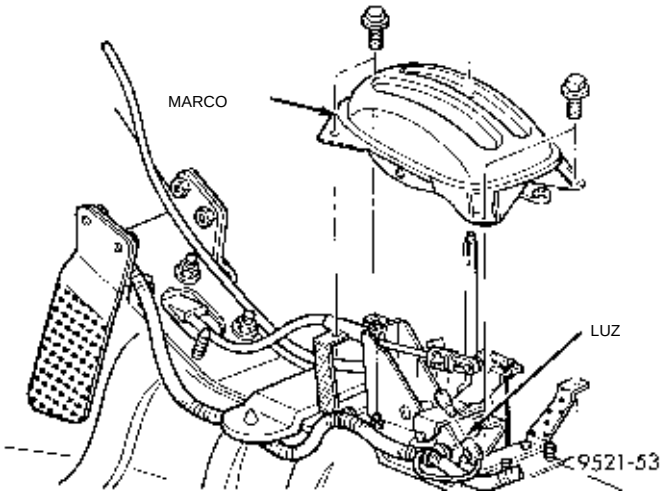

Fig. 9 Marco del cambio de marchas
(10) Retire la luz indicadora del cambio de marchas situada en el marco del cambiador.
(11) Retire los tornillos que retienen el marco del cambiador (Fig. 9).